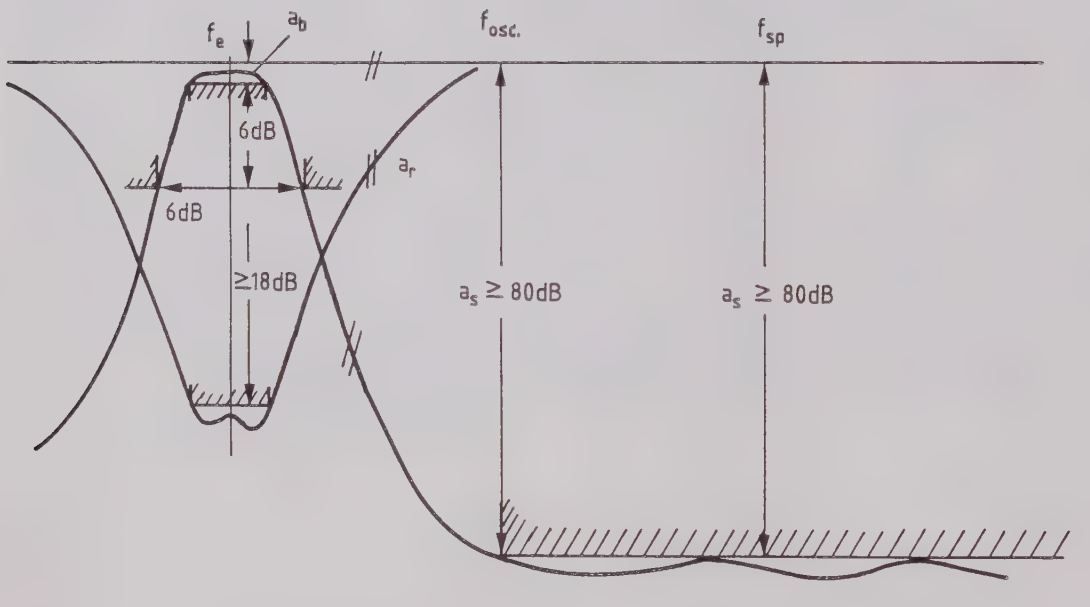

Bild 6 Einfügungs-und Rückflußdämpfung der TP und der abstimmbaren Filter.
- Die für die untere Frequenz f_u bzw. obere Frequenz f_o erforderliche Diodenabstimmspannung U_D einstellen und mit den in der folgenden Tabelle aufgeführten Trimmern das Filter im Durchlaßbereich kritisch bis leicht überkritisch abgleichen (Bild 6).